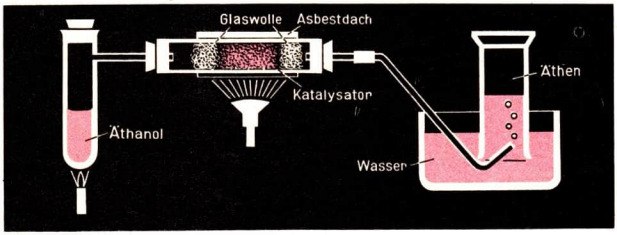

Abb. 21 Äthen wird durch katalytische Wasserabspaltung aus Äthanol dargestellt.
Äthanoldampf wird über einen Katalysator (Aluminiumoxid) geleitet. Das entstehende Gas wird pneumatisch aufgefangen und mit Bromwasser geprüft (Abb. 21). ③